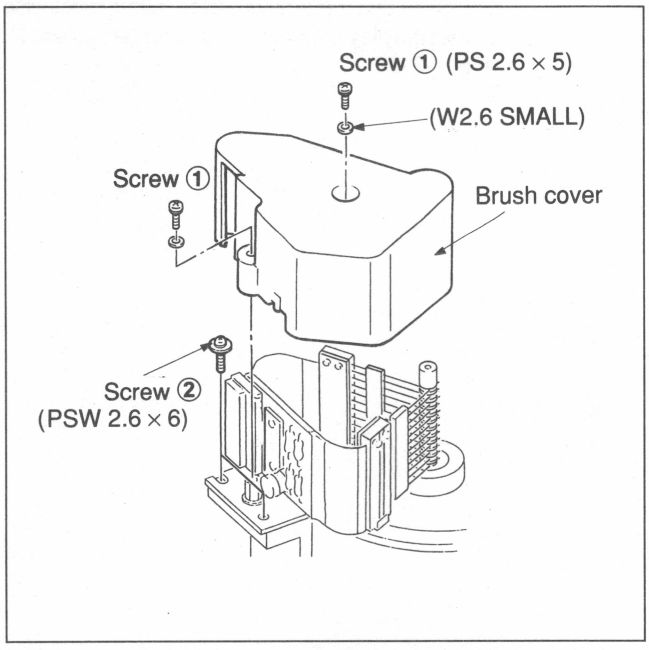

Fig. 7-2-11 Brush Ass'y and Brush Cover Installation
(2) Install a brush ass'y with two of screw ②. (Fig. 7-2-11)